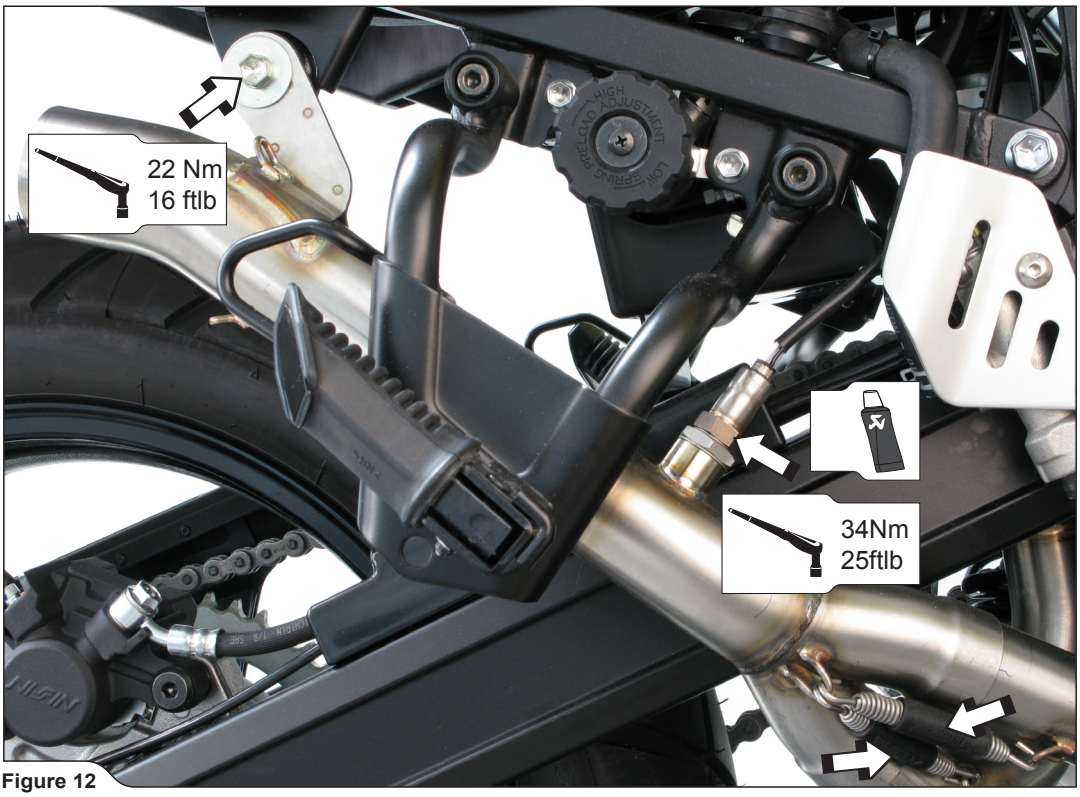

Figure 12
4. Slide the link pipe onto the front pipes and attach the springs. Tighten the lambda sensor and link pipe's bracket onto the sub frame, using stock bolt, washers and nut **(Figure 12).**